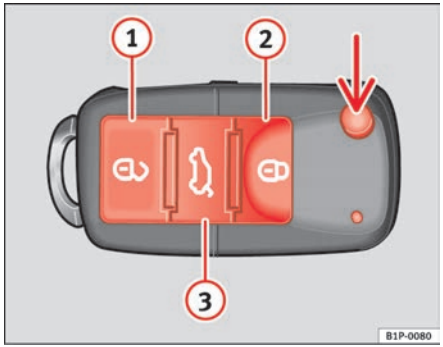

**Fig. 63 Assignment of buttons on the remote control key**
Using the button ⇒ fig. 63 (arrow) on the control, the key shaft is released.
Unlocking the vehicle ⇒ fig. 63 (1).
Locking the vehicle ⇒ fig. 63 (2).
Unlocking the tailgate. Press the button ⇒ fig. 63 (3) until all indicators on the vehicle briefly flash. When the unlocking button (3) is pressed, you have 2 minutes to open the door. Once this time has passed, it will lock once more.
Also, the battery indicator on the key ⇒ fig. 63, will flash.
When the button ⇒ fig. 63 (1), is pressed once, the driver's door is unlocked, all others remain locked.
Press the button ⇒ fig. 63 (1) twice to unlock all doors.
– Press the 🔓 ⇒ page 100, fig. 63 button on the remote control.